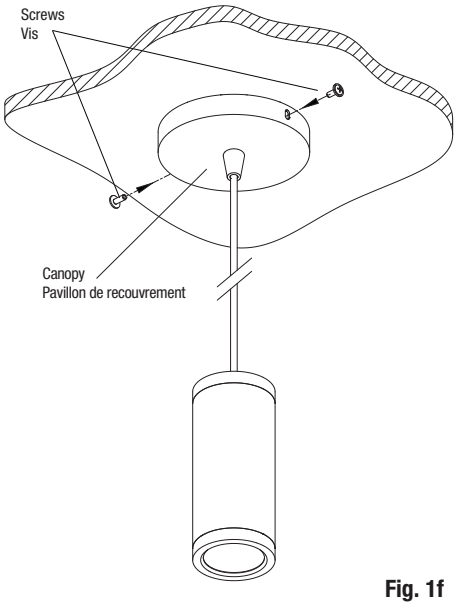
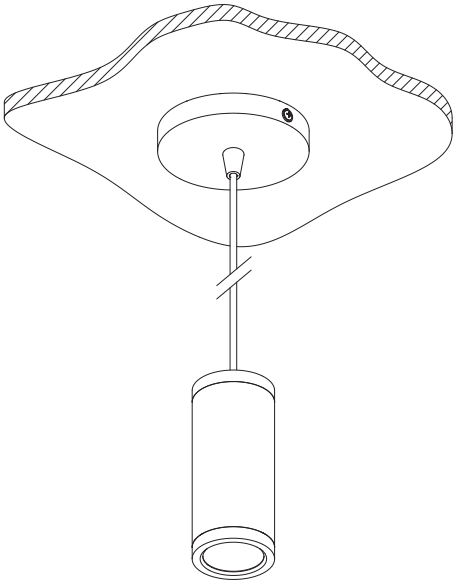

**Fig. 1f**
**Fig. 1g**
8. Install the canopy of luminaire on the ceiling Universal Spider Adaptor Plate by using the two side screws (Fig. 1f and Fig. 1g).
8. Installer le pavillon de recouvrement du luminaire sur la plaque adaptateur à débouchures universelles du plafond à l'aide des deux vis latérales (Fig. 1f et Fig. 1g).